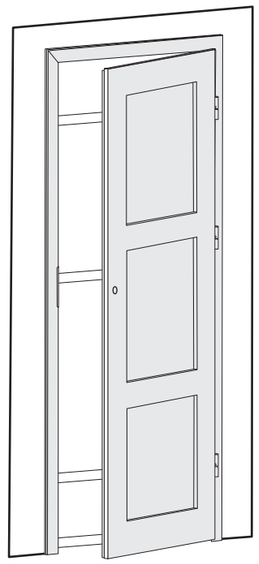

rys. 5 - Osadzenie skrzydła w ościeżnicy
14. Zawiesić skrzydło drzwiowe i skontrolować zamykanie (**rys.5** )